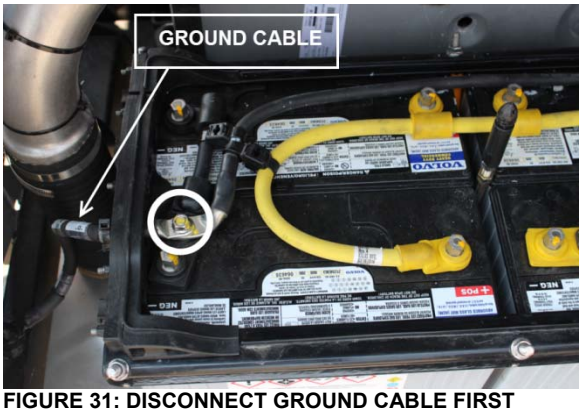

**FIGURE 31: DISCONNECT GROUND CABLE FIRST**
2. Disconnect the ground cable first (FIGURE 31).